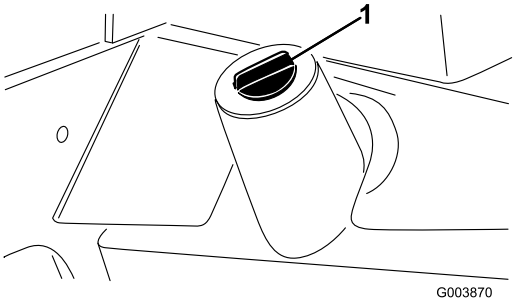

Figur 28
2. Gör rent omkring påfyllningsröret och hydraultanklocket. (Figur 28).